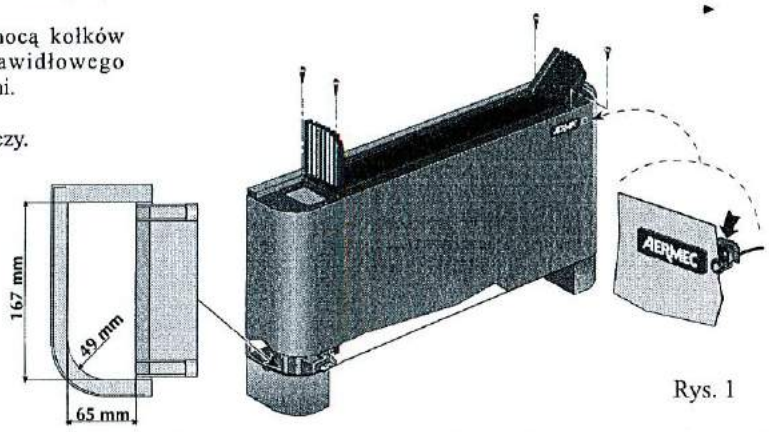

Rys. 1
- Zdjąć obudowę, odkręcając śruby (Rys. 1 i 2), lub tylną pokrywę w przypadku modeli ściennych, modele 17 do 50.